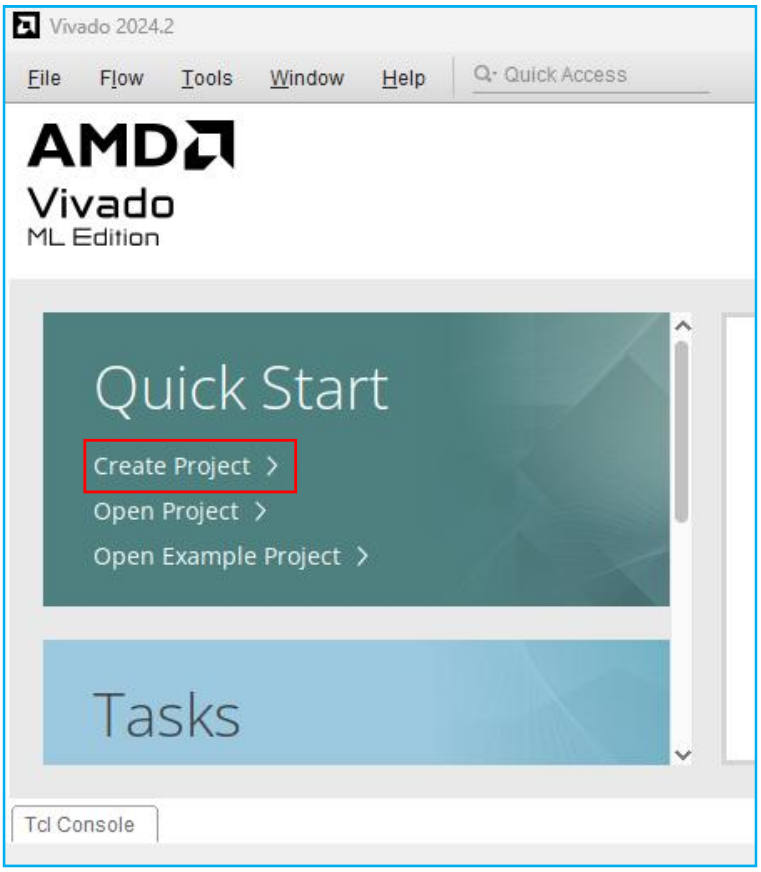

Fig.1. Ventana de inicio de Vivado, se resalta la opción `Create Project`.
2. En la ventana de inicio seleccionar la opción `Create Project` (Fig.1).